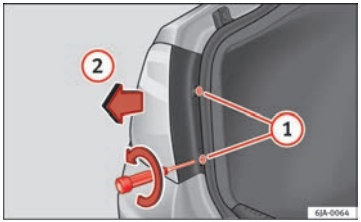

Fig. 162 Remove rear light unit from side panel
– Take the screwdriver or a Torx 20 key (T20) from the vehicle tool kit and loosen (turning anti-clockwise) and remove the two retaining screws that secure the front of the light ⇒ Fig. 162 (1), taking care not to lose them.
– Pull the rear light unit backwards (⇒ Fig. 162 (2)) to remove the light from its housing. ■